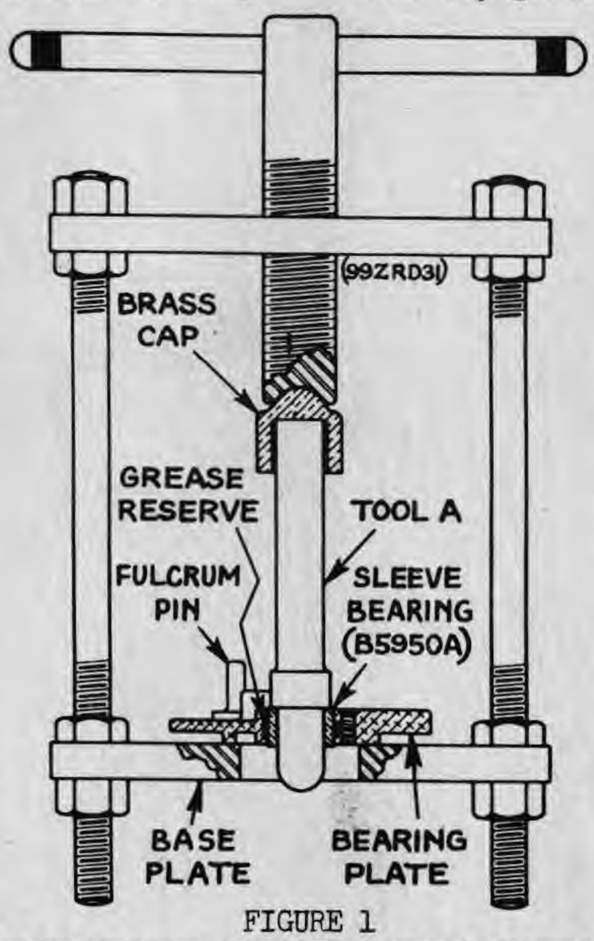

FIGURE 1
2. Place the bearing plate on the base plate of the hand press with the fulcrum pin up, as shown in Figure 1. Push the tool A (TD2252A) into the sleeve bearing by hand, place the brass cap over its end and apply an even pressure by turning down the press. It is important that the bearing plate be centered over the large hole in the base plate to provide clearance for the bearing as it is pushed out of the plate.